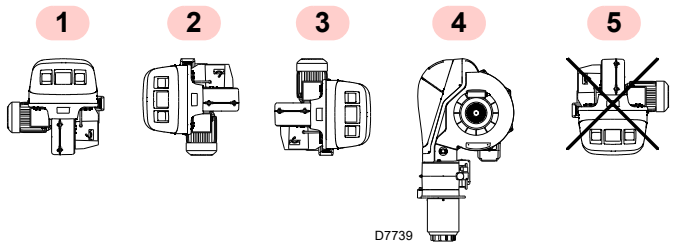

Fig. 13
- Il bruciatore è predisposto esclusivamente per il funzionamento nelle posizioni **1**, **2**, **3** e **4** (Fig. 13).